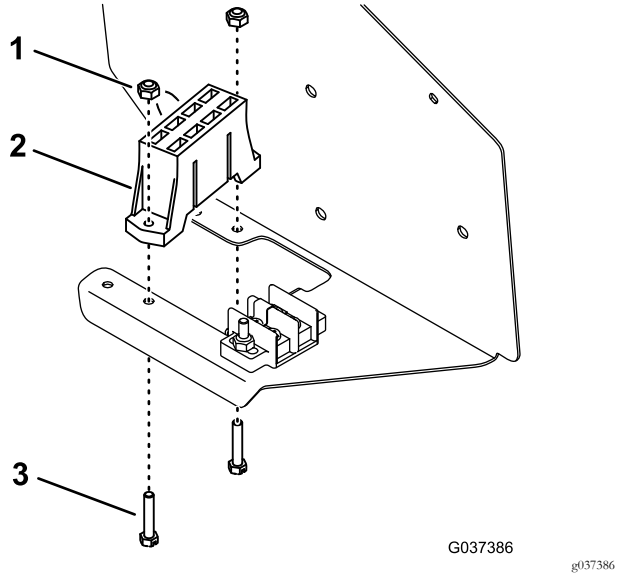

Figur 9
5. Monter sikringsblokken på bunden af kontrolpanelsamlingen ved siden af den eksisterende sikringsblok med to skruer og to låsemøtrikker (Figur 9).
Bemærk: Monter skruerne fra undersiden af panelet som vist i Figur 9.